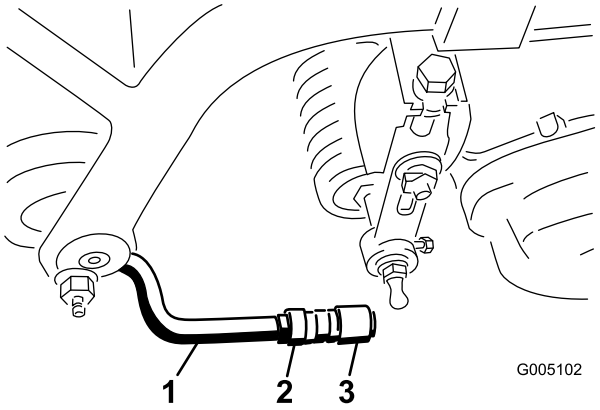

Figur 11
6. Passa in kulledernas hylsbeslag så att beslagens öppna sida är centrerad mot kultappen. Dra åt kontramuttrarna så att hylsbeslagen hålls på plats (Figur 11).